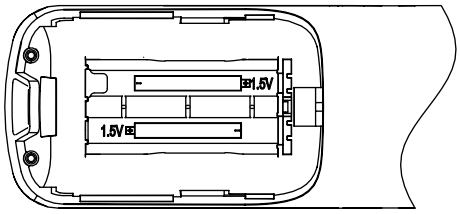

Rysunek 2.8
3) Wyciągnij stare baterie. Zamontuj dwie nowe baterie AAA, zgodnie z oznaczeniem biegunów dodatniego i ujemnego (patrz Rysunek 2.8). Zamknij pokrywę baterii.